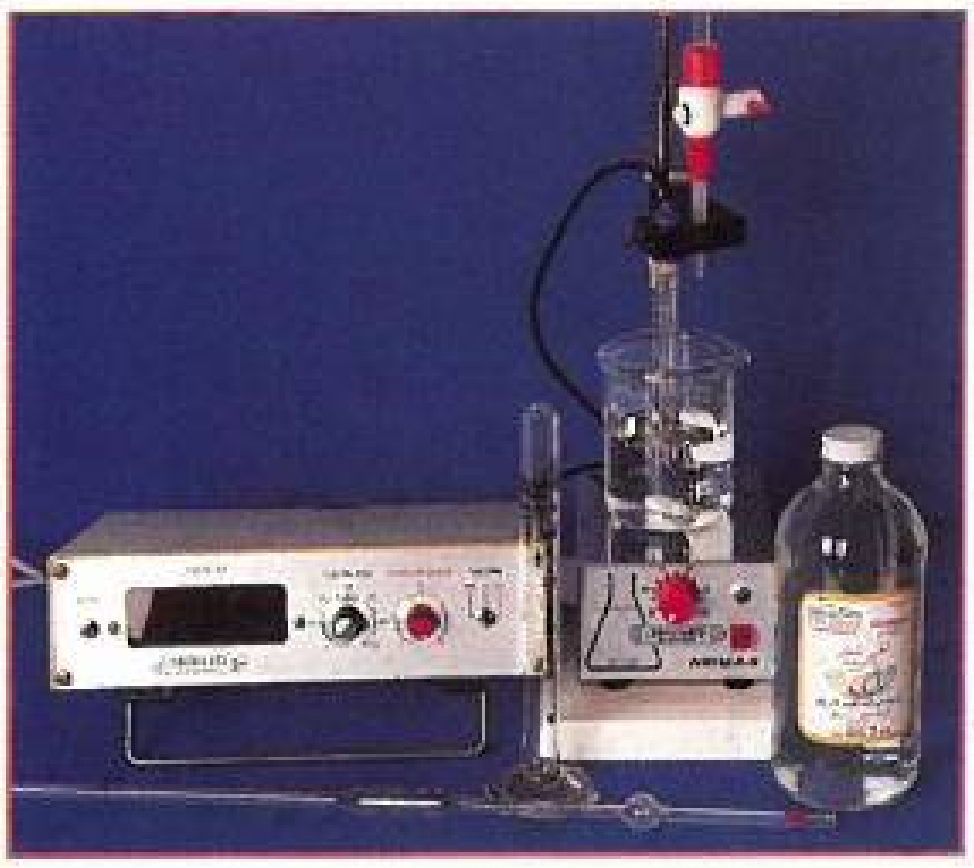

Figure 7.24
- Obtain 10 mL from the commercial vinegar, and dilute it 10 times (Fig. 7.24).